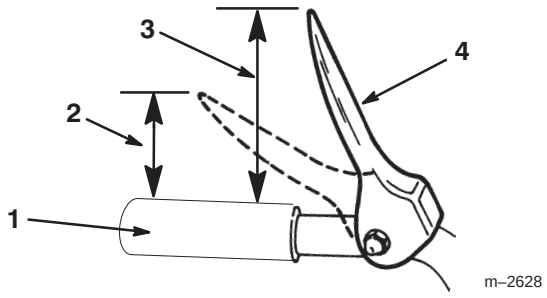

Figur 11
5. Mät avståndet mellan överdelen på handtaget och underdelen av matarskruven/impellerreglaget. Avståndet ska vara ca 10 cm såsom framgår av figur 11.